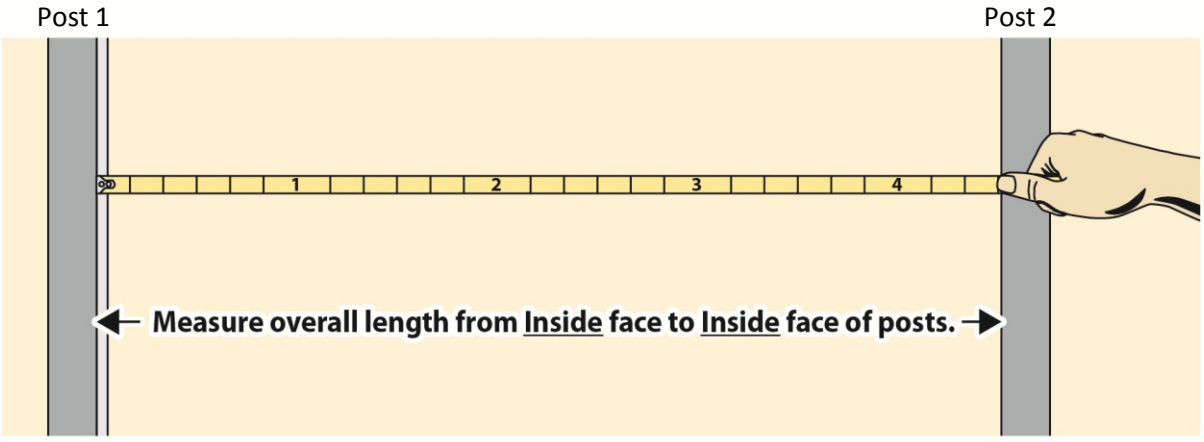

Fig 3
4.1 Doing only one section at a time, measure (Fig. 3) overall length from inside face of the beginning post (AKA terminal/end post) to the inside face of your ending post face.
6. INSTALL SURFACE MOUNTED FITTING WITH ATTACHED CALE TO POST 1 (See Fig. 3)
7. INSTALL SURFACE MOUNT FITTING TO POST 2 (See Fig. 3)